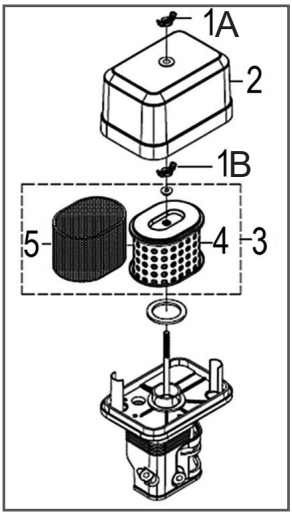

Рис. 15 Обслуживание воздушного фильтра
1. Открутите барашковую гайку 1А и снимите крышку 2 воздушного фильтра (Рис. 15).
2. Открутите барашковую гайку 1В и извлеките воздушный фильтр 3 в сборе (Рис. 15).
3. Проверьте целостность и чистоту фильтрующих элементов. Поролоновый (предварительный) фильтрующий элемент 5 установлен на корпусе бумажного (основного) фильтрующего элемента 4 (Рис. 15).